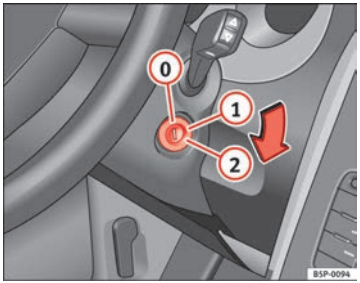

Abb. 140 Zündschlossstellungen
In dieser Stellung ⇒ Abb. 140 sind die Zündung und der Motor ausgeschaltet und die Lenkung kann gesperrt werden.
– Drehen Sie den Zündschlüssel in Stellung ⇒ Abb. 140 (1). Beim Vorglühen des Motors leuchtet die Kontrollleuchte ᘐ auf. ▶
– Wenn die Kontrollleuchte ausgeht, drehen Sie den Zündschlüssel in Stellung (2) zum Anlassen des Motors - geben Sie kein Gas.
– Drehen Sie den Zündschlüssel in Stellung ⇒ Abb. 140 (0). ▶